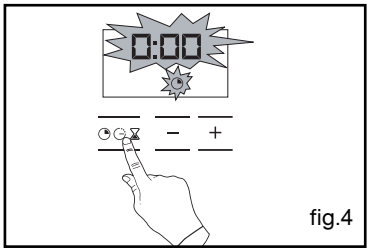

fig.4
- l’indicateur de durée de cuisson et 0:00 clignotent (fig.4),